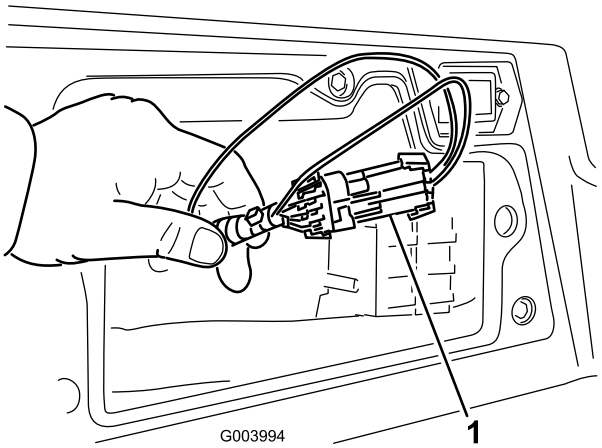

Rysunek 47
3. Znajdź wiązkę przewodów i złącza obok sterownika (Rysunek 47).